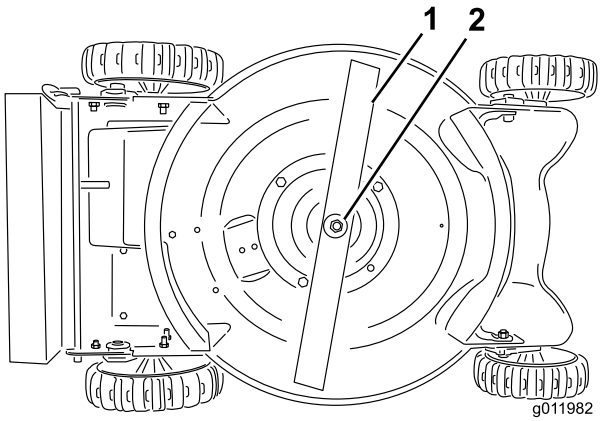

Figura 12
4. Retire la cuchilla girando el perno de la cuchilla en el sentido contrario a las agujas del reloj (Figura 12).